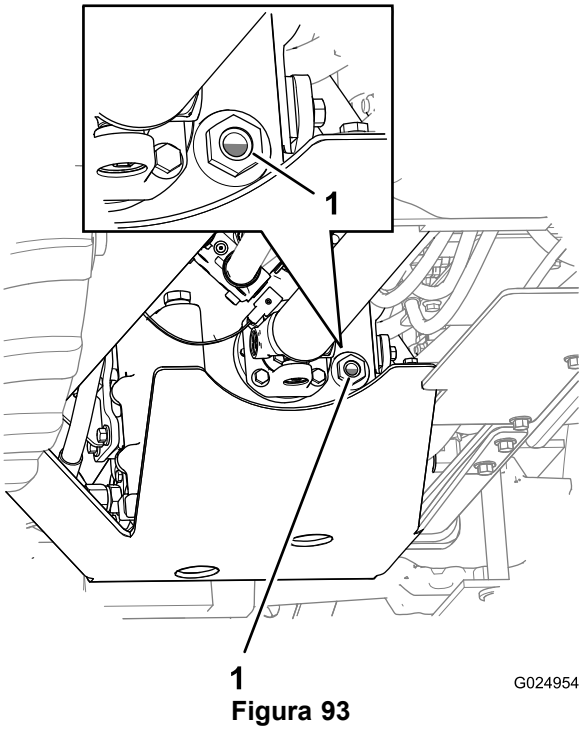

Figura 93
4. Dopo 5 minuti controllate il livello dell'olio nella trasmissione nella spia di livello (Figura 93).
6. Ripetete i passaggi da 2 a 5 fino a quando il livello dell'olio non copre da 1/2 a 3/4 della finestra della spia di livello (Figura 93).
Nota: Il livello dell'olio deve coprire circa da 1/2 a 3/4 della finestra della spia di livello (Figura 93).